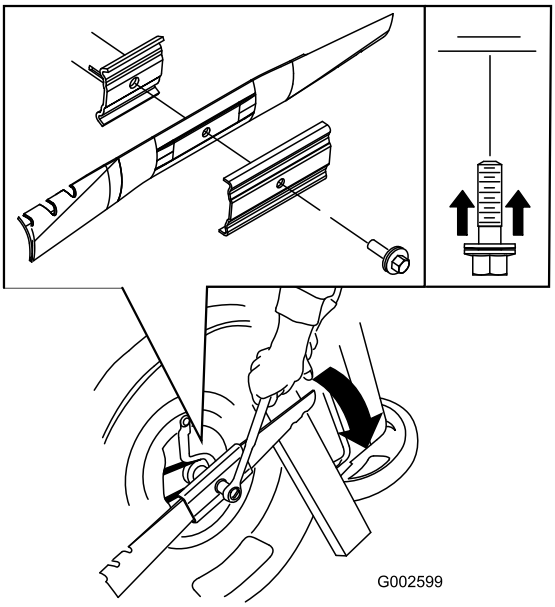

Figuur 32
5. Plaats het nieuwe mes (draai de mesbout rechtsom) en alle bevestigingsmaterialen (Figuur 32).